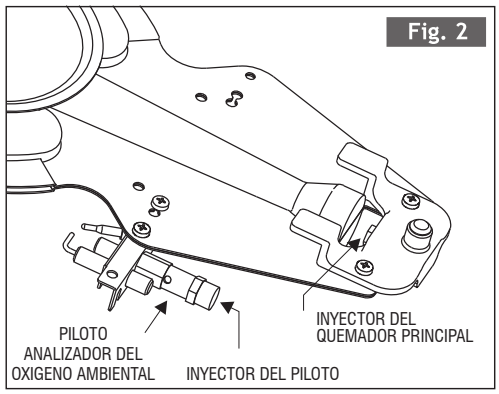

Fig. 2
3. Desconecte del termostato las conexiones del piloto, de la termocupla y del quemador principal y retire el conjunto quemador-Piloto Analizador de Oxígeno. El quemador tiene en su cara inferior un perno ranurado alojado en una llave (Fig. 2). Para retirar el conjunto, extráigalo unos 10 milímetros hacia Ud., y luego haga que la parte más alejada se desplace unos milímetros hacia la derecha. Esta operación liberará la sujeción y permitirá extraerlo fácilmente.
7. Vuelva a conectar la conexión del piloto, recoloque el conjunto quemador-piloto en el termotanque cuidando embocarlo en la llave (Fig. 2) y reconéctelo al termostato.